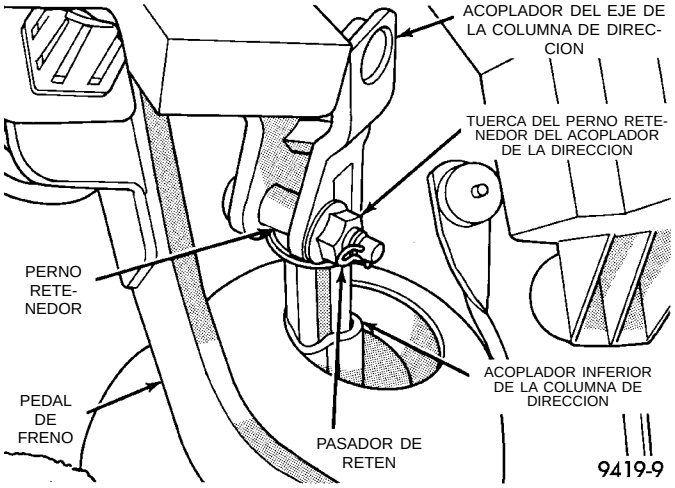
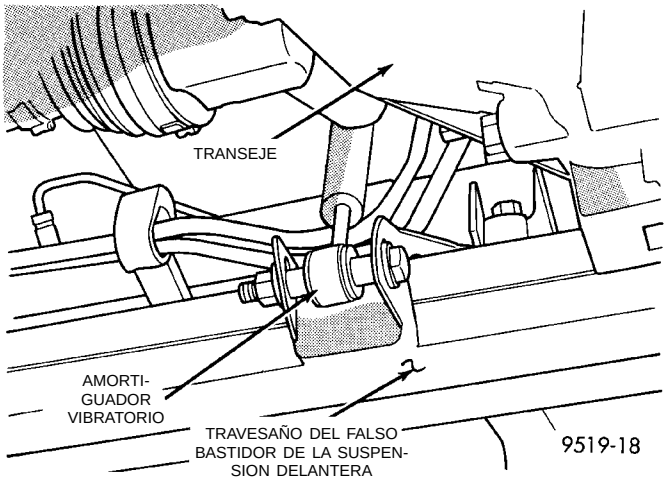

Fig. 4 Acoplador de la columna de dirección al mecanismo de dirección
Fig. 5 Amortiguador vibratorio del motor/transeje
(1) Desde el interior del vehículo, desconecte el acoplador del mecanismo de dirección del acoplador del eje de la columna de dirección (Fig. 4).
(2) Eleve el vehículo sobre gatos fijos o centrado en un elevador de contacto de bastidor. Para informarse sobre el procedimiento apropiado de elevación que debe usarse en este vehículo, consulte Elevación en la sección de Lubricación y mantenimiento de este manual.
(3) Retire del vehículo los dos conjuntos delanteros de rueda y neumático.
(4) Retire el montante del amortiguador vibratorio del motor/transeje, si está equipado, del travesaño del falso bastidor de la suspensión delantera (Fig. 5). No es necesario desmontar el montante del amortiguador vibratorio del conjunto del transeje.